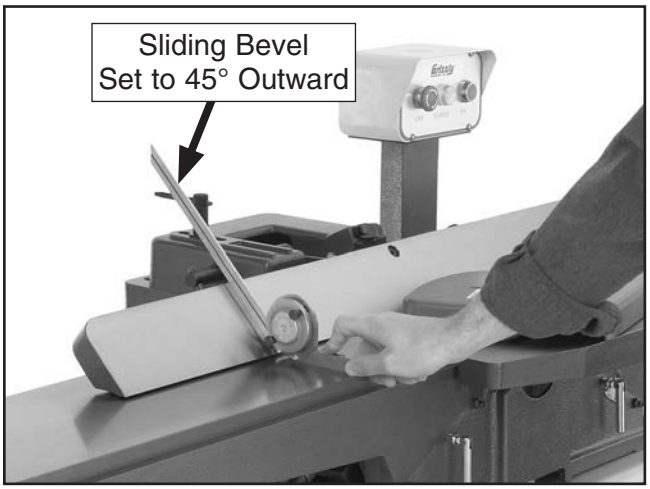

Figure 71. Example of adjusting fence 45° outward.
3. Place sliding bevel set to 135° against fence and table, as shown in **Figure 71**.